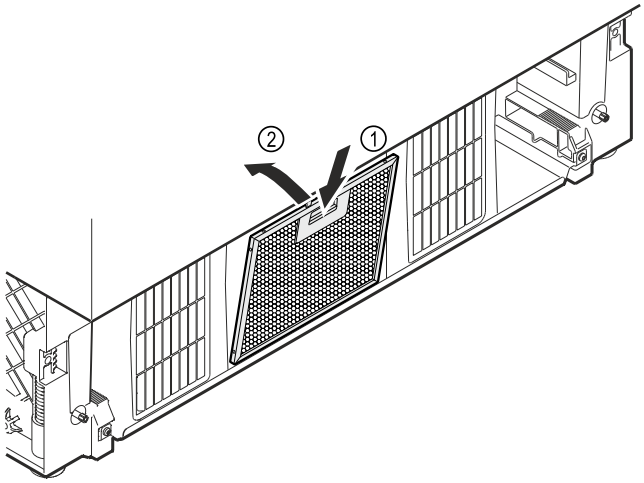

Fig. 24 Représentation à titre d'exemple
▶ Appuyer la touche sur le filtre à poussières vers le bas *Fig. 24 (1)* et simultanément faire basculer le filtre à poussières vers l'avant et le prélever *Fig. 24 (2)*.